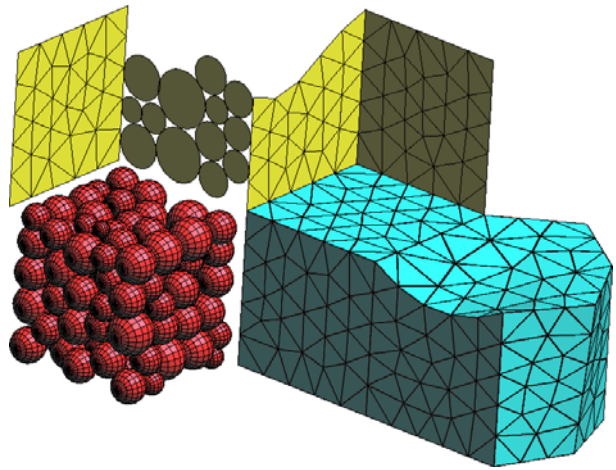

Figure 4. Generating a mesh on a volume using points.
5. Another window appears in which to enter the maximum element size. Leave the default value unaltered and click **OK**. The result is a mesh as illustrated in Figure 4.